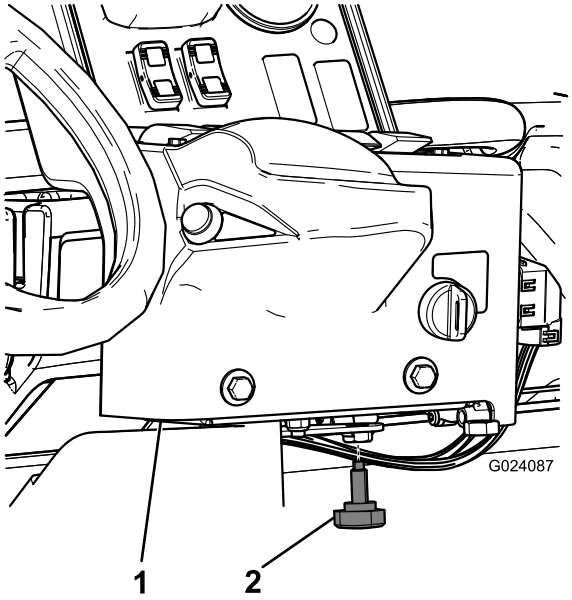

Figur 15
3. Montera handratten så att du förhindrar konsolen från att rotera under användningen (Figur 15).